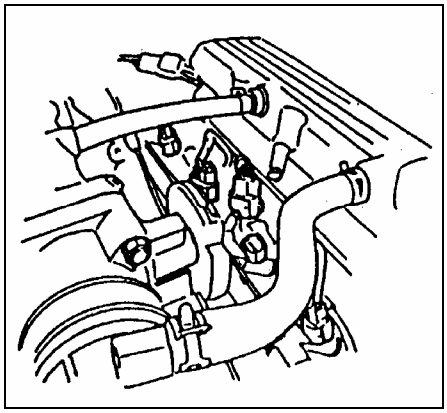

Рис. 4
3) Отсоедините разъемы проводов топливных форсунок (Рис. 4).